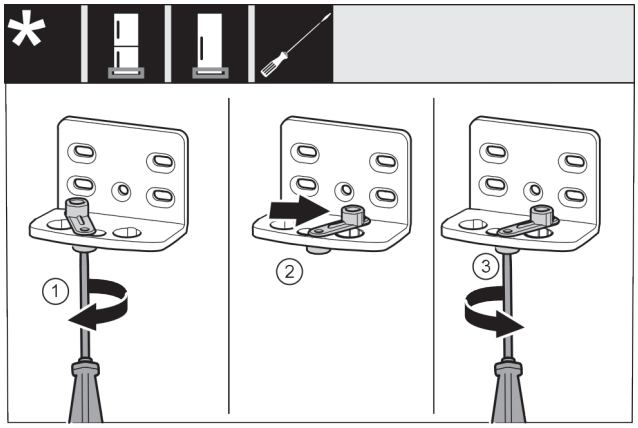

*Fig. 46 **
- Ar skrūvgriezi nenostiprināti pieskrūvējiet skrūvi *Fig. 46 (1)*.*
- Paceliet durvju aizvēršanas palīgierīci *Fig. 46 (2)* un ieskrūvējiet caurumā par 90° uz labo pusi.*
- Ar skrūvgriezi pieskrūvējiet skrūvi *Fig. 46 (3)*.*